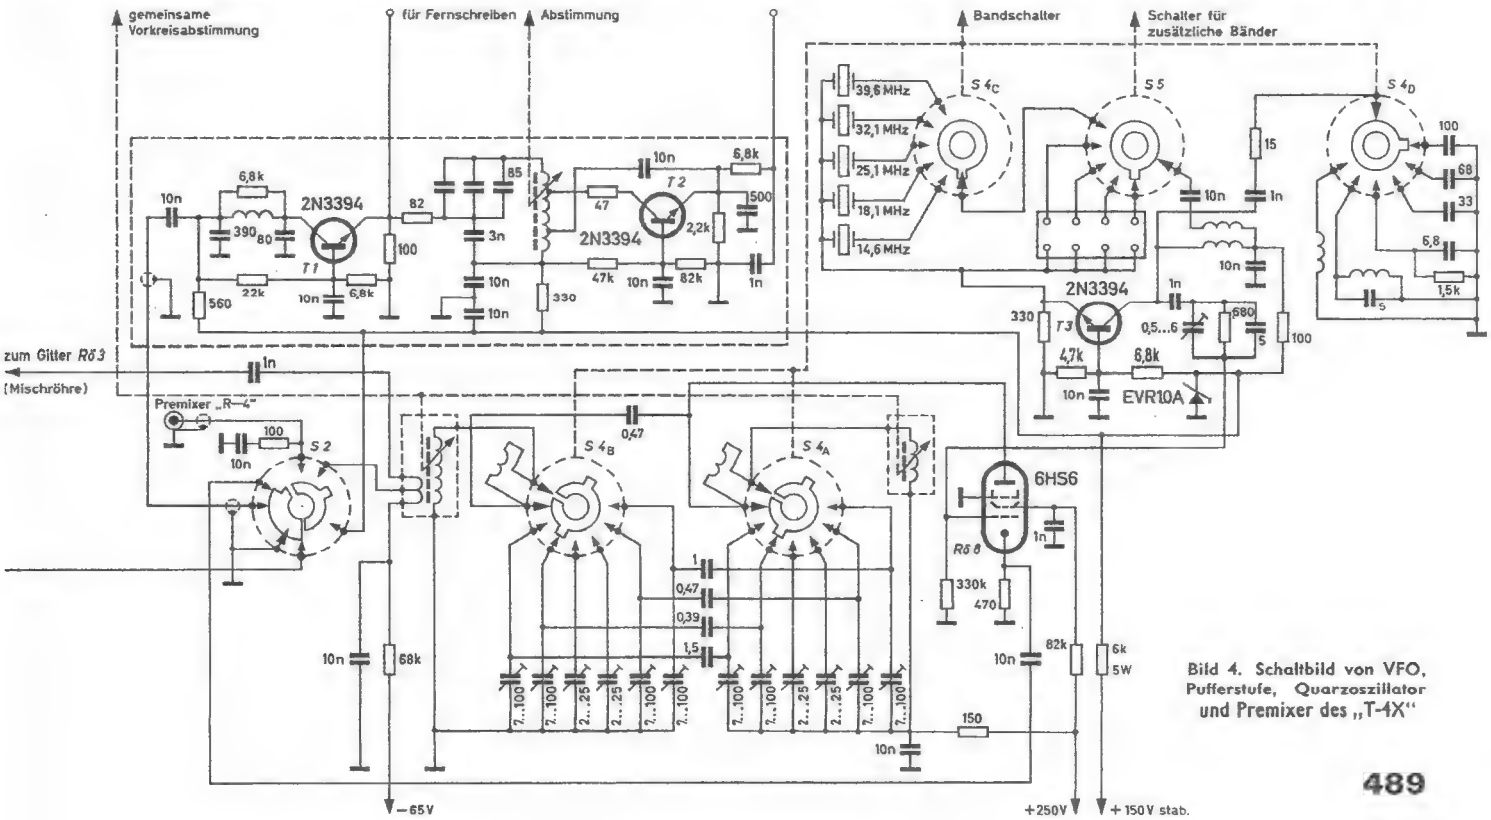

Bild 4. Schaltbild von VFO, Pufferstufe, Quarzoszillator und Premixer des „T-4X"
Die Schaltung von VFO, Pufferstufe Quarzoszillator und Premixerstufe ist als Teilbild der Gesamtschaltung im Bild 4 wiedergegeben. Der mit einem Siliziumtransistor (*T 2*) bestückte VFO hat induktive Abstimmung von 4955 . . . 5455 kHz und ist, um eine hohe Frequenzstabilität zu erreichen, temperaturkompensiert. Um Rückwirkungen von der folgenden Mischstufe auszuschalten, schließt sich eine transistorisierte Pufferstufe (*T 1*) an. Das Signal wird an deren Kollektor über ein Filter entnommen und über den Umschalter *S 2* der Katode der Premixerstufe mit der Röhre 6HS6 (*Rö 8*) zugeführt. Zur Gewinnung der endgültigen Oszillatorfrequenz für die Umsetzung auf die einzelnen Amateurbänder führt man dem Gitter dieser Mischröhre das Signal von einem ebenfalls mit einem Siliziumtransistor (*T 3*) bestückten, mit Schalter *S 4* umschaltbaren Quarzoszillator zu. Dieser verfügt über fünf Quarze für die fünf Amateurbänder; außerdem sind für vier weitere, mit *S 5* wählbare Frequenzbereiche die entsprechenden Quarzfassungen vorhanden.
Bild 4. Zur Berechnung von d und I mit dem Nomogramm nach Bild 3. Bekannte Werte von F (Wickelraum) und S (mittlerer Umfang einer Windung) durch Linie 1 verbinden; Schnittpunkt (Zapfenpunkt) auf der gestrichelten Mittellinie mit bekanntem Wert auf der U-Leiter durch Linie 2 verbinden, Verlängerung von 2 schneidet 4. Leiter mit gesuchten Werten von d und I, die jedoch nur für blanken Draht gelten (d_{unkorr} beziehungsweise I_{unkorr}). Die Isolationsdicke δ des Drahtes läßt sich unter Zuhilfenahme des rechten Teils des Nomogramms berücksichtigen (Schritte 3, 4 und 5 oder 3 und 5), so daß sich schließlich die korrigierten Werte d_{korr} beziehungsweise I_{korr} ergeben
Zur Vereinfachung der hier dargestellten Berechnung eignet sich das Nomogramm Bild 3, das bei vorgegebenem U, S und F gemäß Bild 4 benutzt wird und die gesuchten Werte von d und I liefert. Ist dagegen die Stromstärke I festgelegt (zum Beispiel wenn die Spule im Anodenkreis einer Röhre liegt), dann kann man mit dem Nomogramm aus I, F und S den Spannungsabfall an der Spule bestimmen. Schließlich können auch bei bekanntem U und I die geometrischen Daten des benötigten Wickelkörpers erhalten werden.
Wegen der einleitend erwähnten Unsicherheit der Berechnung infolge verschiedener Dicke δ der Lackschichten ist die 4. Leiter (d und I) des Nomogramms (linke Seite im Bild 3) zunächst für blanken Cu-Draht berechnet, wobei in Gl. (6) für A nur A_1 eingesetzt wurde. Das aus Gl. (6) erhaltene d muß nun noch mit $\sqrt{A_2} = d/d_1$ multipliziert werden. Grafisch wird dies erreicht, indem das Kurvenfeld $d/d_1 = f(\delta)$ (rechte Seite im Bild 3) gemäß Bild 4 benutzt wird, um vom unkorrigierten d und dem bekannten δ zum korrigierten d des isolierten Drahtes zu kommen. Hierbei ist δ keineswegs für alle Drahtdicken gleich, sondern wächst mit steigendem Durchmesser (vgl. Messungen und Herstellerangaben). Ist nichts Näheres über δ bekannt, so kann für CuL-Drähte der schraffierte Bereich im Bild 3 ersatzweise als Wendepunkt verwendet werden.